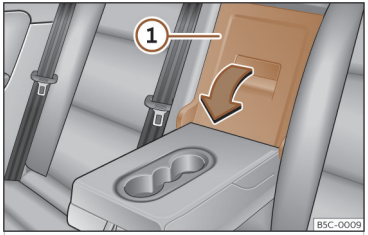

Fig. 185 En el respaldo del asiento trasero: apertura de la trampilla.
- Tire de la palanca de desbloqueo en el sentido de la flecha y abata completamente la tapa de la trampilla ››› fig. 185 ① hacia delante.